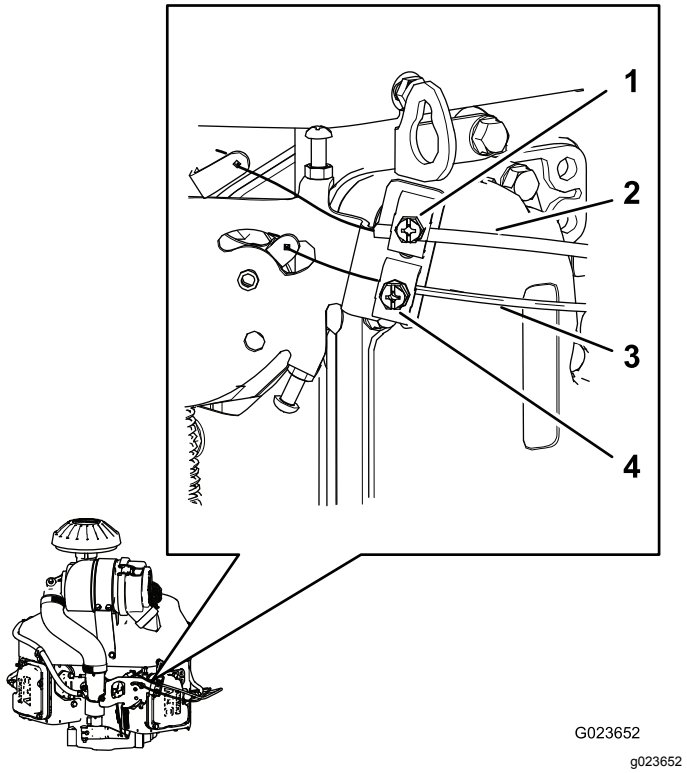

Figur 65
2. Løsn tilspændingsskruen, der fastgør gaskabelhuset til motoren (Figur 65).
4. Træk kabelhuset på gaskablet op (Figur 65), indtil der næsten ikke er noget slæk i gaskablet, og stram tilspændingsskruen.
2. Løsn tilspændingsskruen, der fastgør chokerkabelhuset til motoren (Figur 65).
5. Træk kabelhuset på chokerkablet op (Figur 65), indtil der næsten ikke er noget slæk i chokerkablet, og stram tilspændingsskruen.